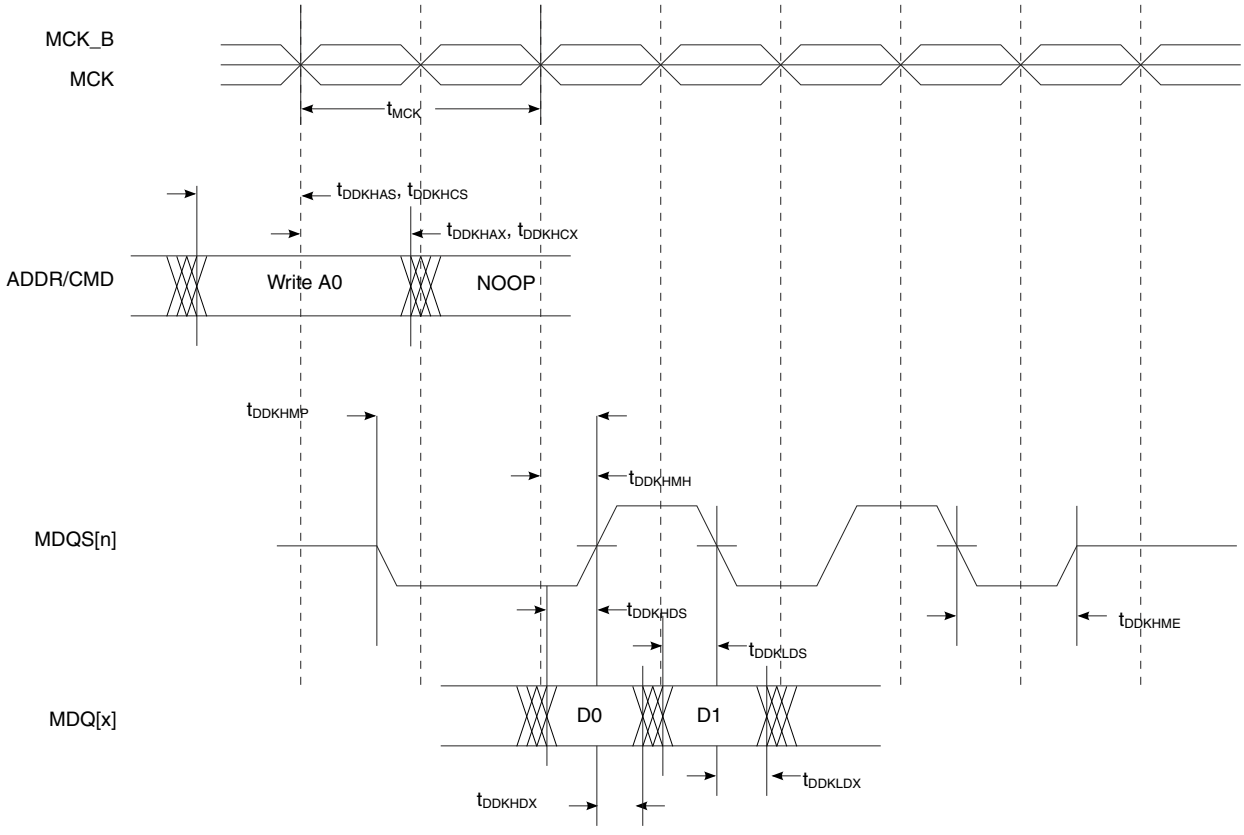

Figure 13. DDR4 SDRAM interface output timing diagram
3. Note that tDDKHMH follows the symbol conventions described above. For example, tDDKHMH describes the DDR timing (DD) from the rising edge of the MCK[n] clock (KH) until the MDQS signal is valid (MH). The timing parameters listed in this table assume that the MCK and MDQS signals are programmed to launch from the controller using the same adjustment value.
6. See Figure 13. on page 83.